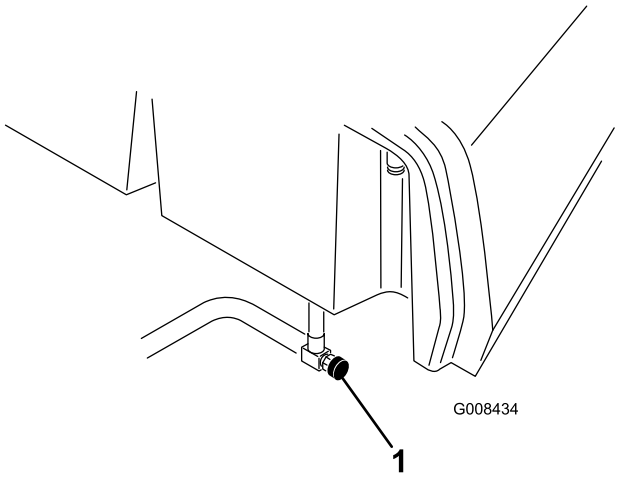

**Figur 39**
1. Stäng bränslekranen (Figur 39) under bränsletanken.